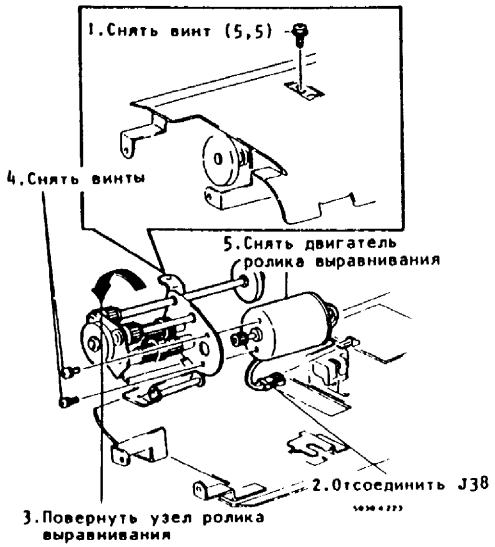

Рис.2. Снятие двигателя ролика выравнивания
4. (Рис.2): Снять двигатель ролика выравнивания.